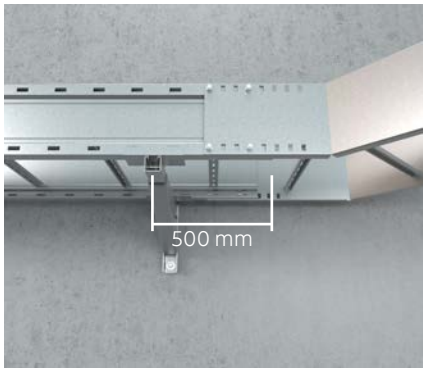

Fig. 1: Support spacing
3. For all fittings, changes in direction and open ends, a maximum distance of 500 mm from the fitting end or support must be maintained (see Fig. 1).